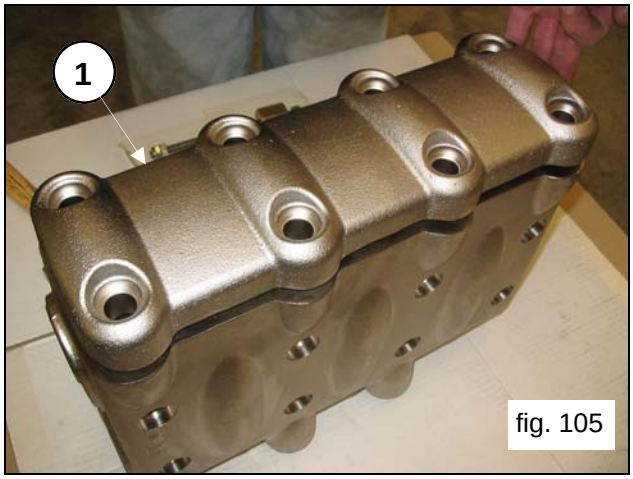
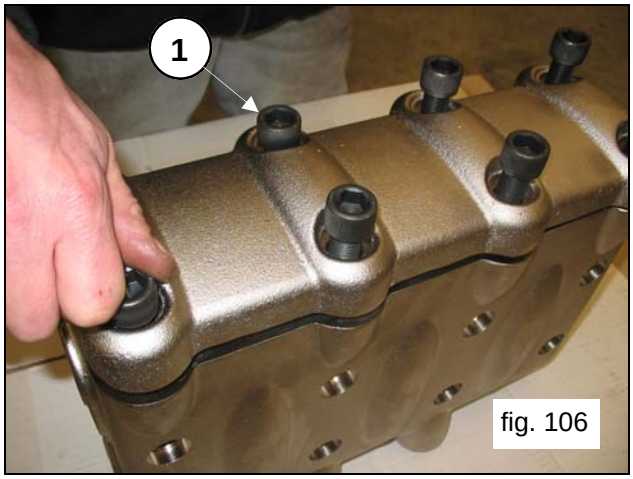

fig. 105
fig. 106
After assembling the valve unit and the valve plug, apply the valve cover (pos.①, fig.105) and screw on the M16x55 8 screws (pos.①, fig.106).